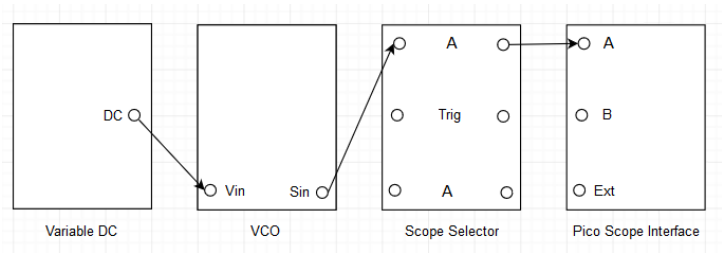

**Figure A.5.1: Setup for frequency sensitivity of VCO.**
- **v.** Make the setup as shown in Figure A.5.1.